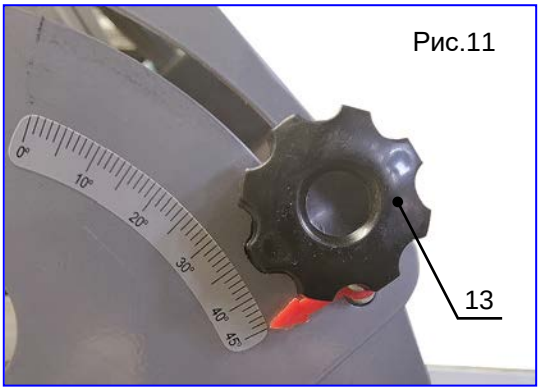

Рис.11
3. Ослабьте два барашковых винта (поз.13, рис.11) фиксации угла наклона режущей головки. Установите с помощью шкалы требуемый угол наклона и затяните оба барашковых винта.